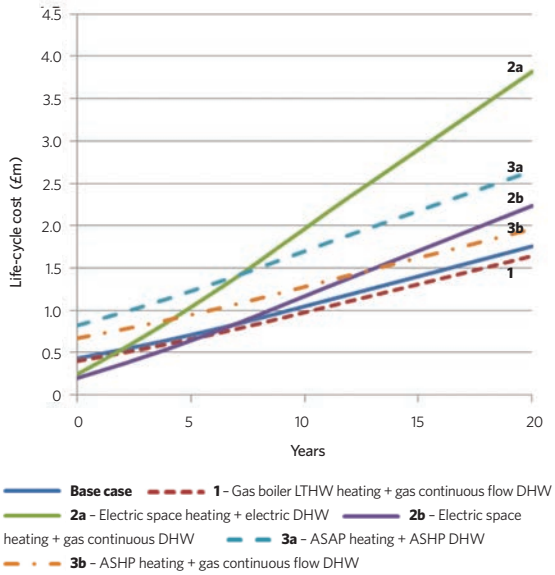

Figure 4: Zero to 20-year NPV of the base case and five options (Source: Aecom/Rinnai research report[4])
Figure 4 illustrates the discounting effect on capital and operational costs that, in this particular case, indicates that the systems need to be considered for at least five to 10 years before the life-cycle trend is clearly set.
5. Considering the NPV costs in Figure 4 (for this particular scenario), approximately how many years' operation does it take for the 'Gas boiler LTHW heating + gas continuous flow DHW' system to become the lowest cost solution?